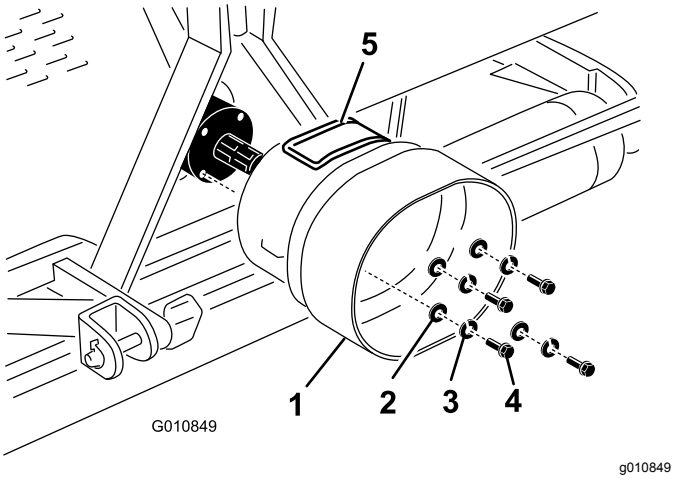

Rysunek 22
1. Odkręć 4 śruby i zdejmij podkładki sprężyste i płaskie zamocowane z tyłu przekładni aeratora (Rysunek 22).
2. Zamontuj osłonę PTO do przekładni aeratora za pomocą wcześniej zdjętych elementów mocujących (Rysunek 22). Podczas montażu osłony PTO upewnij się, że pokrywa dostępowa (Rysunek 22) jest umieszczona od góry lub z boku w zależności od konfiguracji ramy aeratora.
Informacja: W celu ułatwienia montażu elementów mocujących wałek sprzęgający możesz otworzyć pokrywę dostępową (Rysunek 22).